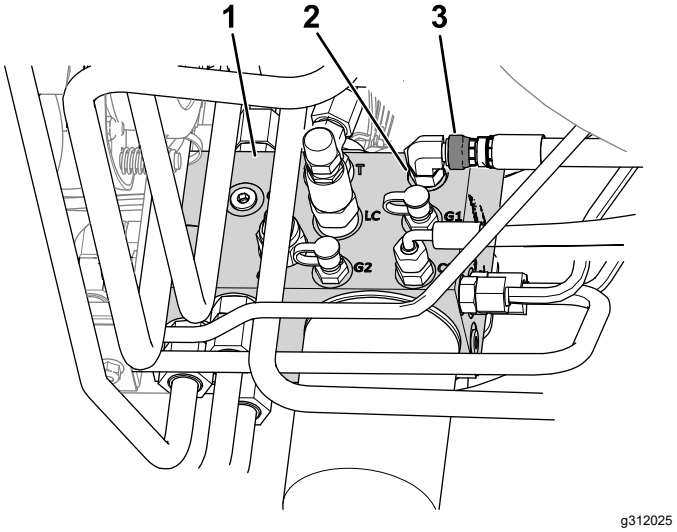

Bild 9
B. Lösen Sie die Schlauchüberwurfmutter, die den Anschluss C1 am Hydraulikverteiler befestigt (Bild 9).
E. Ziehen Sie die Schlauchüberwurfmutter am Anschluss C1 (Bild 9) auf ein Drehmoment von 41 N·m anziehen.